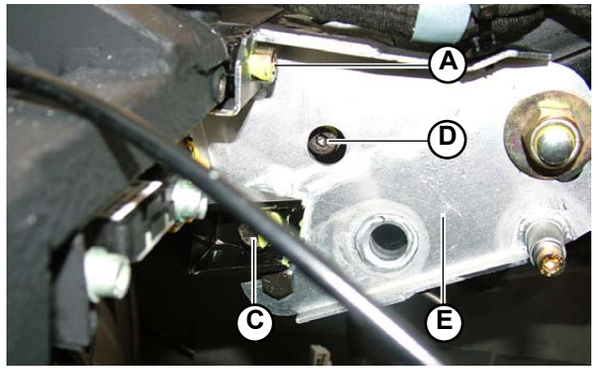

Fig.5
4. Act on the relative screws to secure the steering column bracket **(C-Fig.5)**.
5. Secure the screw **(D-Fig.5)** under the steering column plate **(E-Fig.5)**.